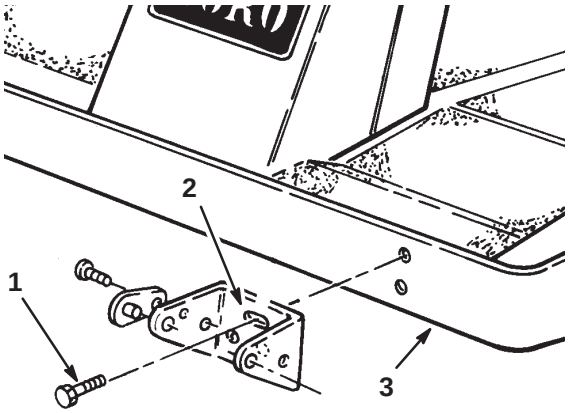

Figure 11
4. To install the mounting brackets, insert 2 flange head capscrews (3/8 x 1 in.) through the slotted bracket holes. Thread the screws into the captivated frame nuts and torque them to 45–50 ft.-lb. (61–68 N·m) (Fig. 11).